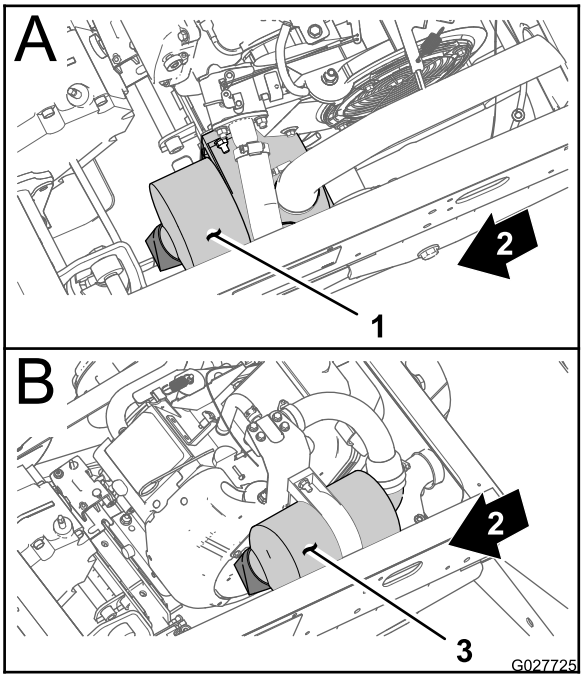
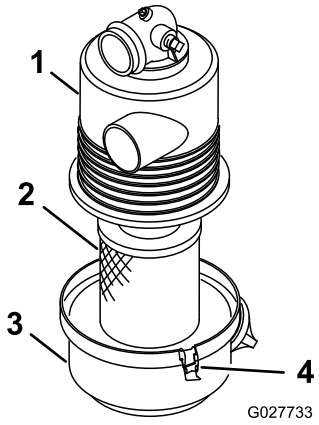

Figur 35
Figur 36
2. Undersök om luftrenaren har skador som kan orsaka en luftläcka. Se till att kåpan sluter tätt runt luftrenaren (Figur 35 och Figur 36).
3. Lossa spärrhakarna som fäster luftfilterkåpan på luftfilterhuset (Figur 36).
4. Separera kåpan från huset och gör rent insidan av kåpan (Figur 36).
3. Sätt tillbaka luftfilterelementet i luftfilterhuset (Figur 36).
4. Passa in luftrenarkåpan med luftrenarhuset (Figur 36).
5. Fäst kåpan på huset med spärrhakarna (Figur 36).